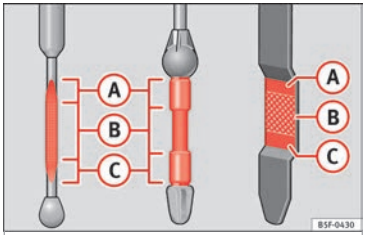

Bild 241 Märkt oljesticka.
- När oljenivån minst har nått zon **››› bild 241** (B) ska du stoppa i oljestickan i röret så långt det går för att undvika att olja rinner ut när motorn är igång.
- **Om motorns oljenivå är ovanför område ››› bild 241 (A) ska du inte starta motorn. Uppsök specialisthjälp. Annars kan katalysatorn och motorn skadas.**
Oljenivån får aldrig vara över område »» bild 241 Ⓐ. Annars kan olja föras in genom vevhusventilationen och komma ut i atmosfären via avgassystemet.